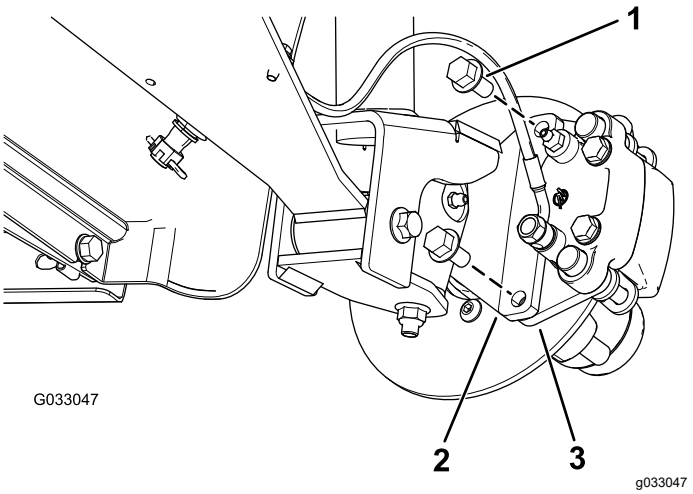
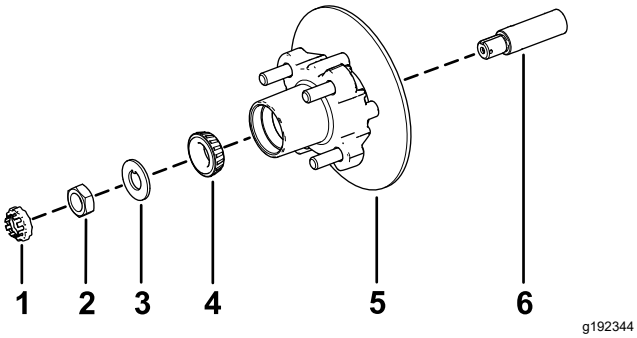

**Figur 32**
**Figur 36**
3. Fjern flangehovedboltene (⅜" x ¾"), der holder beslaget til bremsesamlingen fast på spindlen, og adskil bremsen fra spindlen (Figur 32).
1. Påfør et lille lag af det anførte smøremiddel på spindlen (Figur 36).
2. Monter nav og rotor på spindlen med rotoren indvendigt (Figur 36).
3. Monter det udvendige leje på spindlen og sæt lejet på plads i relation til den udvendige lejeløbering (Figur 36).
4. Monter tapskiven på spindlen (Figur 36).
5. Skru spindelmøtrikken på spindlen, og tilspænd møtrikken med et moment på 15 Nm, mens navet roteres, så lejet indstilles (Figur 36).
2. Ret bremseklodserne ind på hver side af rotoren (Figur 32), og ret hullerne i kaliberbeslaget ind efter hullerne i bremsemonteringen på spindelrammen (Figur 36).
3. Fastgør kaliberbeslaget til spindelrammen (Figur 32) ved hjælp af de 2 flangehovedbolte (⅜" x ¾").